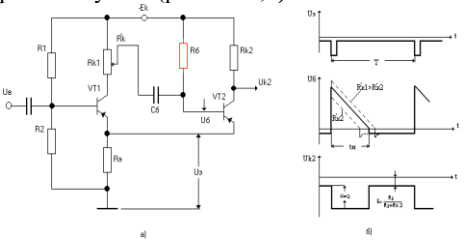

Рис. 1.16
16. Как в одновибраторе регулируется ширина импульса (рис.1.16а,б)?